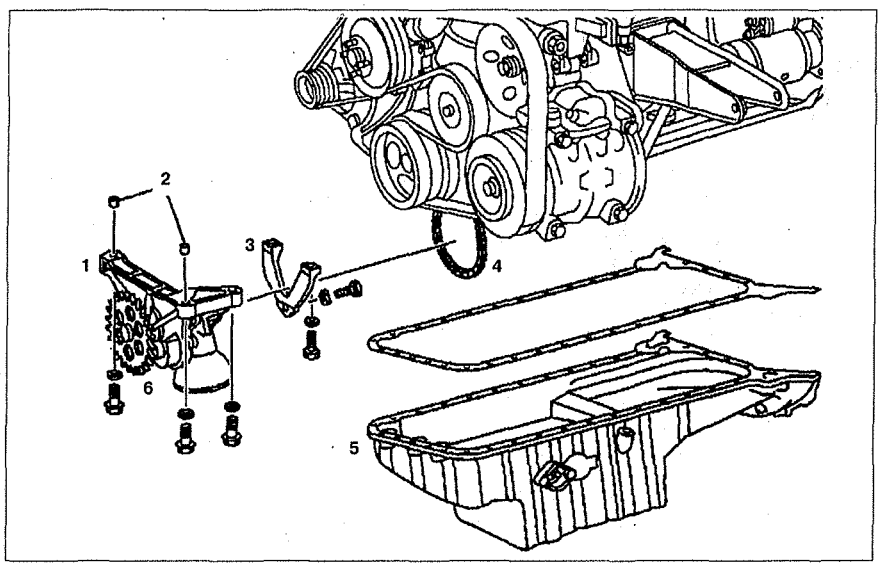

Рис. 2.81. Масляный насос:
1. Снимите поддон **5** (см. рис. 2.81).